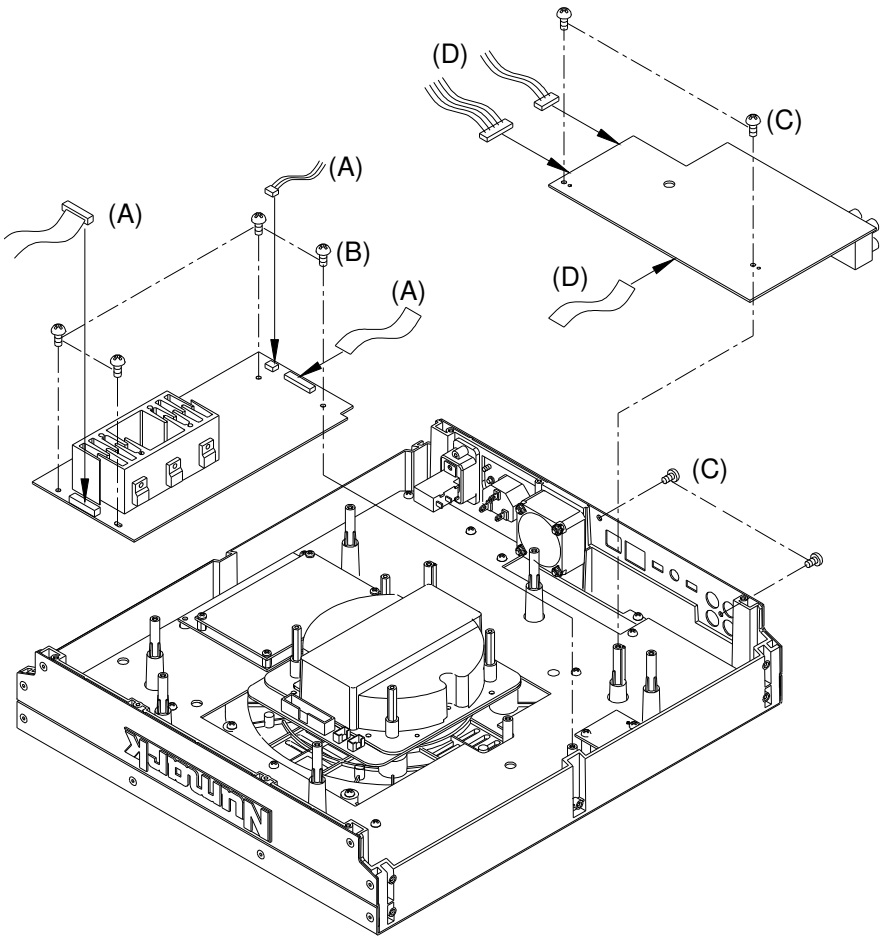

Fig.2
2.REMOVAL OF MOTOR CONTRON PCB AND MAIN PCB.(Fig.2)